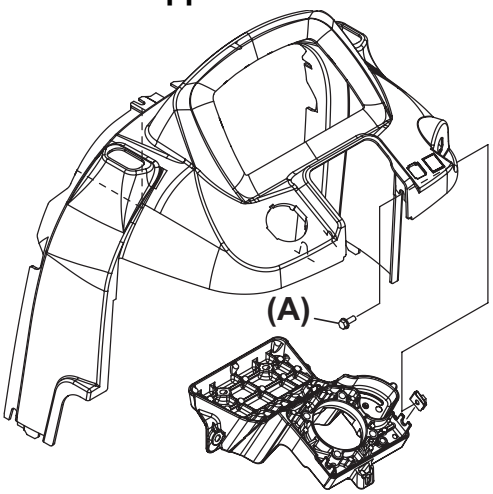

Fig. 6
5. Remove the two (2) M6 bolts **(Fig. 6, 7, (A))** from the right and left sides inside the steering column section.